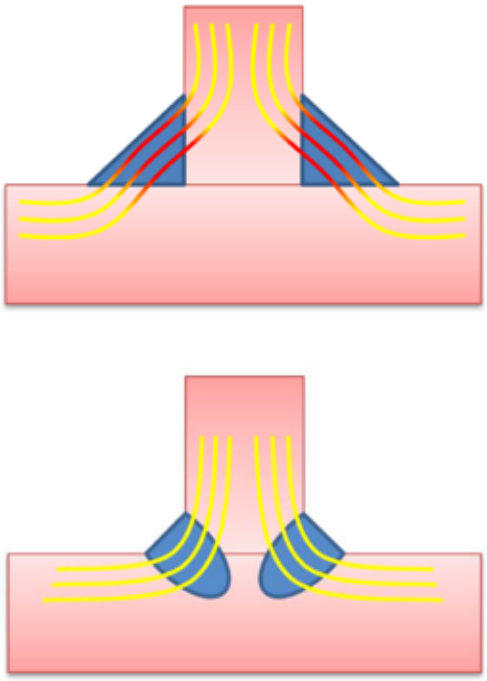

**Bild 10:** Kraftfluss über die Kehlnaht bei „normalem" Einbrand und Kraftfluss über die Kehlnaht bei „tiefem" Einbrand
- forceArc puls erreicht eine höhere Einbrandtiefe bei symmetrischer Nahtausbildung, was konstruktiv günstiger für die Festigkeit der Verbindung ist (s. Bilder 4-6 und Bild 10).